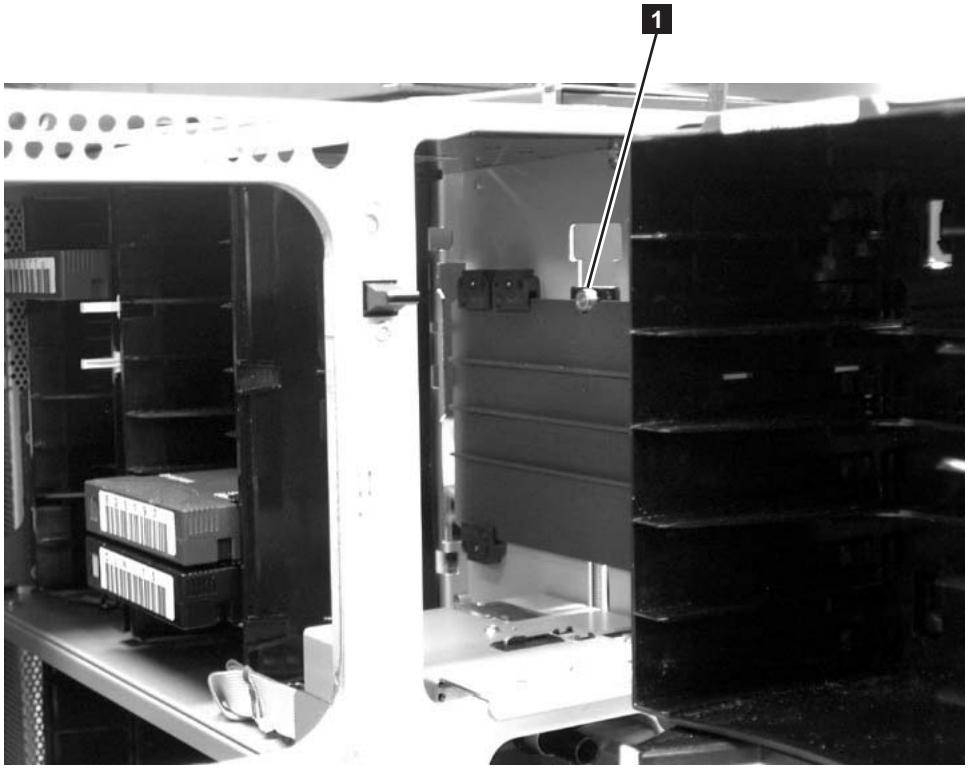

Figure 7-34. Silver roller locking the I/O Station slide in place
2. Reaching through the Access Door opening, push up on the roller (**1** in Figure 7-34) located above the I/O Station slide and pull the I/O Station towards you until the slide is in front of the roller.
2. Reaching through the Access Door, push up on the silver roller (**1** in Figure 7-34 on page 7-34) while continuing to push the I/O Station into the library module.